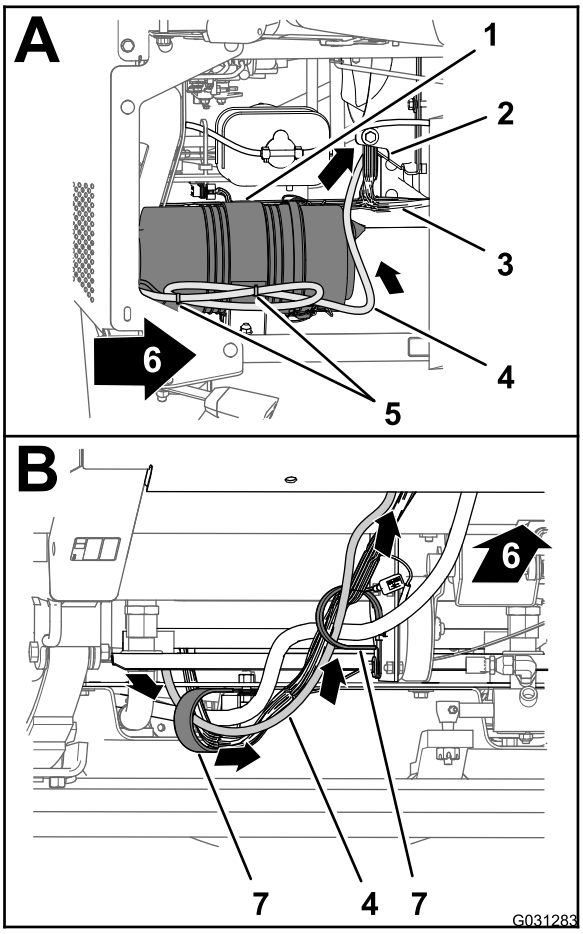

Figur 174
1. På højre side af motorrummet føres 220 cm afgreningen af dataledningsnettet fremad i forhold til motorens luftfilter og ned mod det nederste højre hjørne af køleren (Figur 174).
2. Før 220 cm afgreningen af dataledningsnettet fremad og igennem de 2 R-klemmer på undersiden af maskinen (Figur 174).